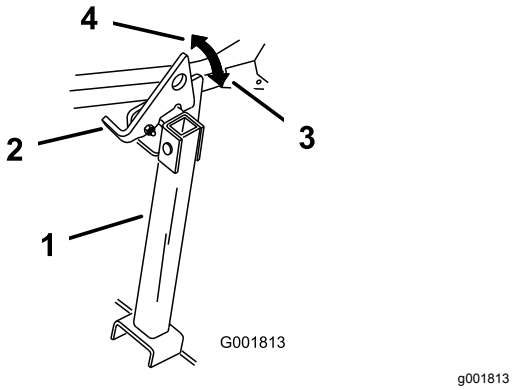

Figur 44
2. Lyft upp spärrhaken i fritt läge (Figur 44).